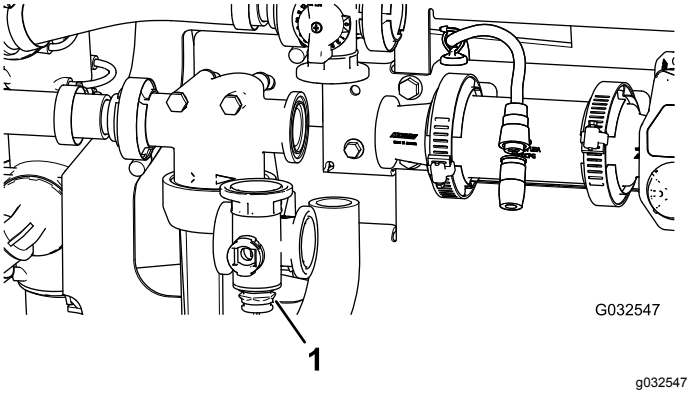

Figur 107
2. Fjern omrøringsventilmanifolden fra maskinen (Figur 107).